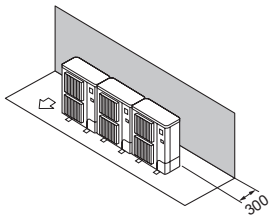

Fig. 3-11
① Окружающие предметы - только сзади (Fig. 3-11)